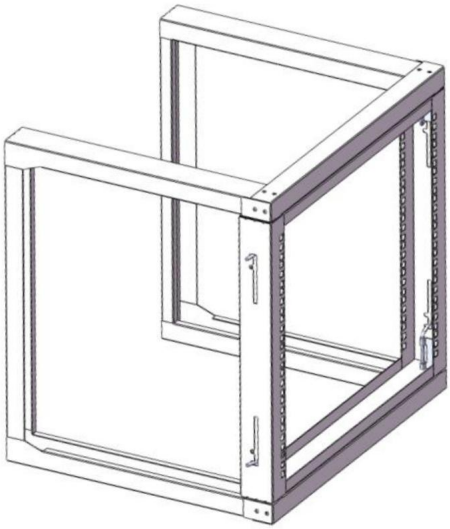

Abbildung 5
5. Führen Sie die gleichen Schritte wie in Schritt 4 aus. Verriegeln Sie die beiden Türriegel der linken Seite des Türsatzes (3) nacheinander am Rahmen. Stellen Sie sicher, dass der Türsatz fest sitzt. Siehe Abbildung 5.